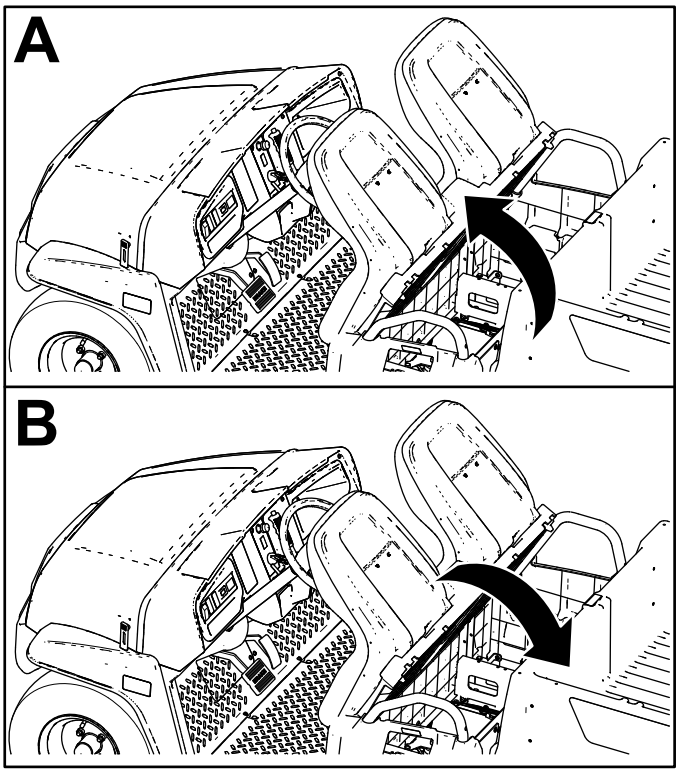

Figura 27
Para elevar o conjunto do banco, empurre o conjunto do banco para a frente até assentar no volante (Figura 27).
Para descer o conjunto do banco, empurre o conjunto do banco para trás até assentar na sua posição original (Figura 27).
1. Empurre o conjunto do banco para a frente para aceder à posição levantada (Figura 27).